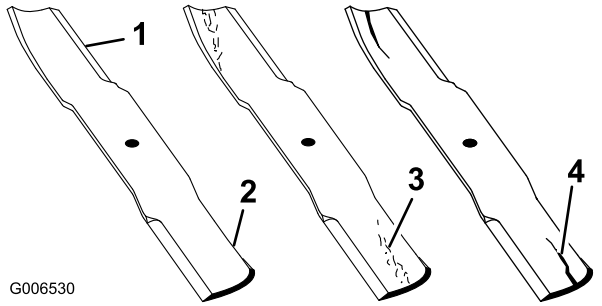

Figura 51
1. Inspeccione los filos de corte (Figura 51). Si los bordes no están afilados o tienen muescas, retire las cuchillas y afílelas. Consulte Afilado de las cuchillas.
2. Inspeccione las cuchillas, especialmente la parte curva (Figura 51). Si observa fisuras, desgaste o la formación de una ranura en esta zona (elemento 3 en la Figura 51), instale de inmediato una cuchilla nueva.